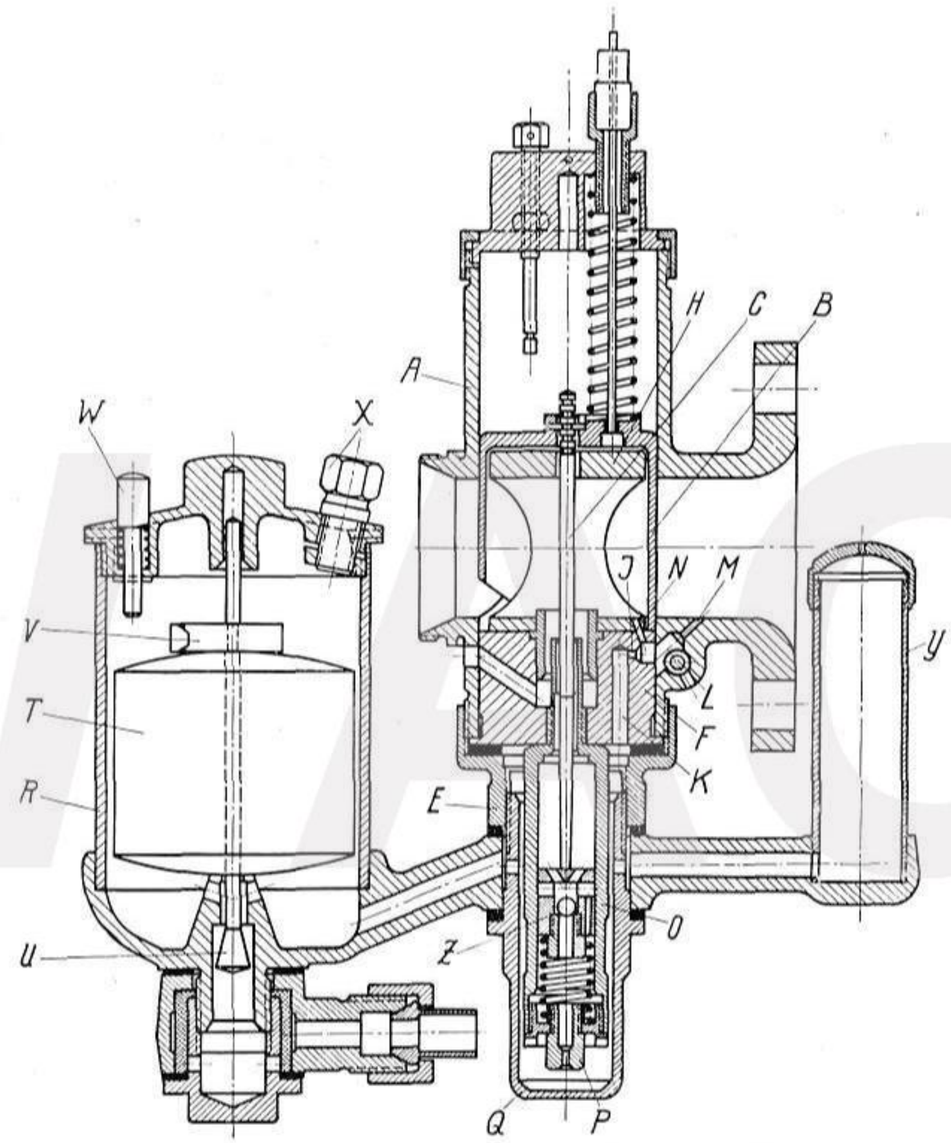

Abb. 18 Vergaser der 2-Vergaser-Tourenmaschine
2. Vergaser: Für die R 11-Zweivergaser-Tourenmaschine werden zwei Amal - Einschieber - Pumpenvergaser verwendet, deren inneren Aufbau Abb. 18 zeigt.